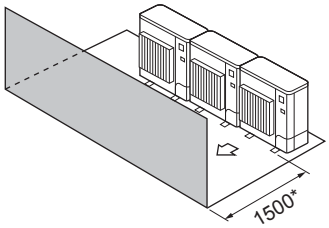

Fig. 2-10
③ Окружающие предметы - только спереди (Fig. 2-10)